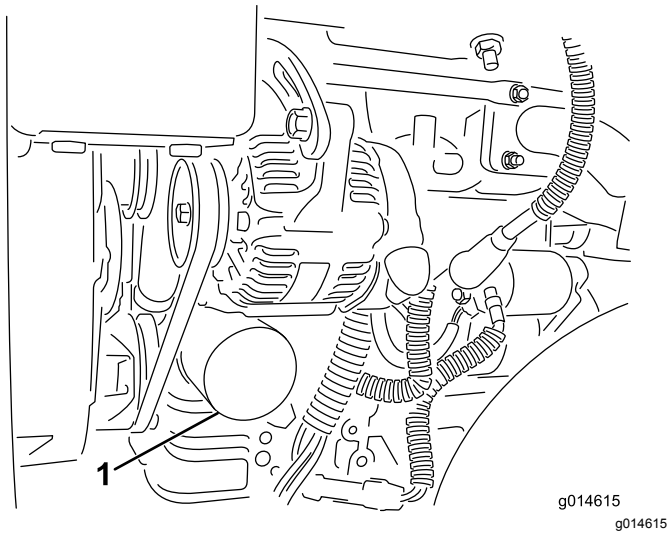

Figur 40
2. Ta av oljefilteret (Figur 40). Stryk et tynt lag med ren olje på den nye filterpakningen.